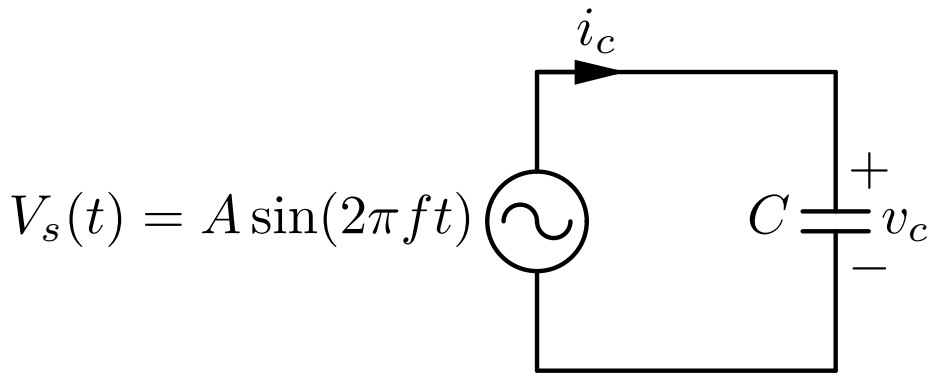

Figure 19: Capacitor in steady-state AC circuit.
- In Figure 19, $v_c(t) = V_s(t)$ so
Figure 20: Current through a capacitor driven by an AC voltage source as shown in Figure 19. At $t = 0$, $v_c = 0$ and the capacitor is empty of charge. At this point, the inflow current is maximal. When v_c peaks, current flow stops since there is no change in v_c to resist. The subsequent fall of v_c from its peak is resisted by an outflow current. The existence of this current shows that the capacitor is trying to stop its terminal voltage from falling.